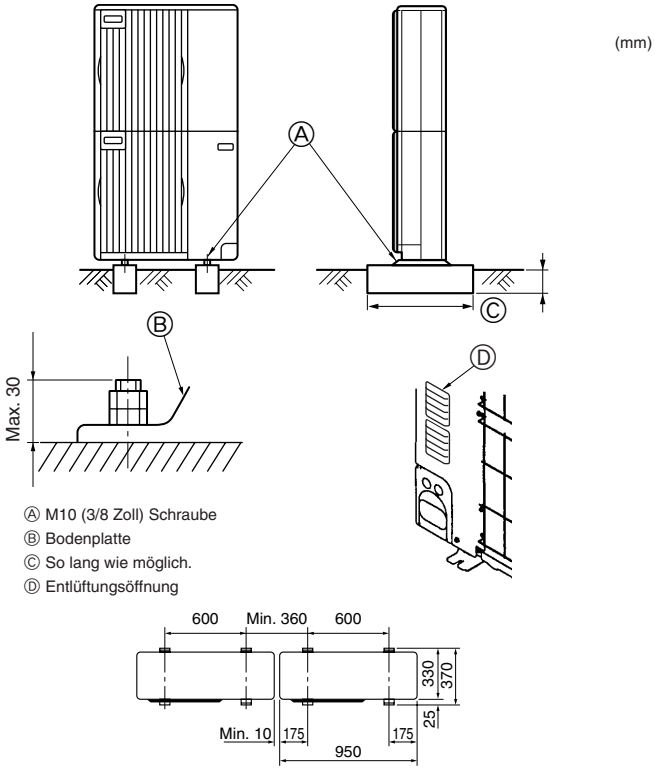

Fig. 4-1
- Die Anlage immer auf fester, ebener Oberfläche aufstellen, um Rattergeräusche beim Betrieb zu vermeiden. (Fig. 4-1)